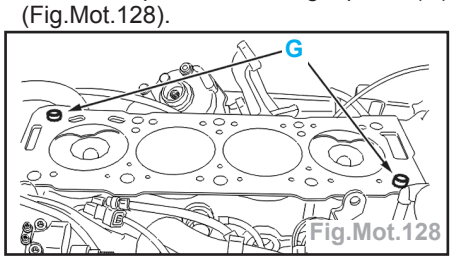

Fig.Mot.128
- Vérifier la présence des goupilles (G) (Fig.Mot.128).